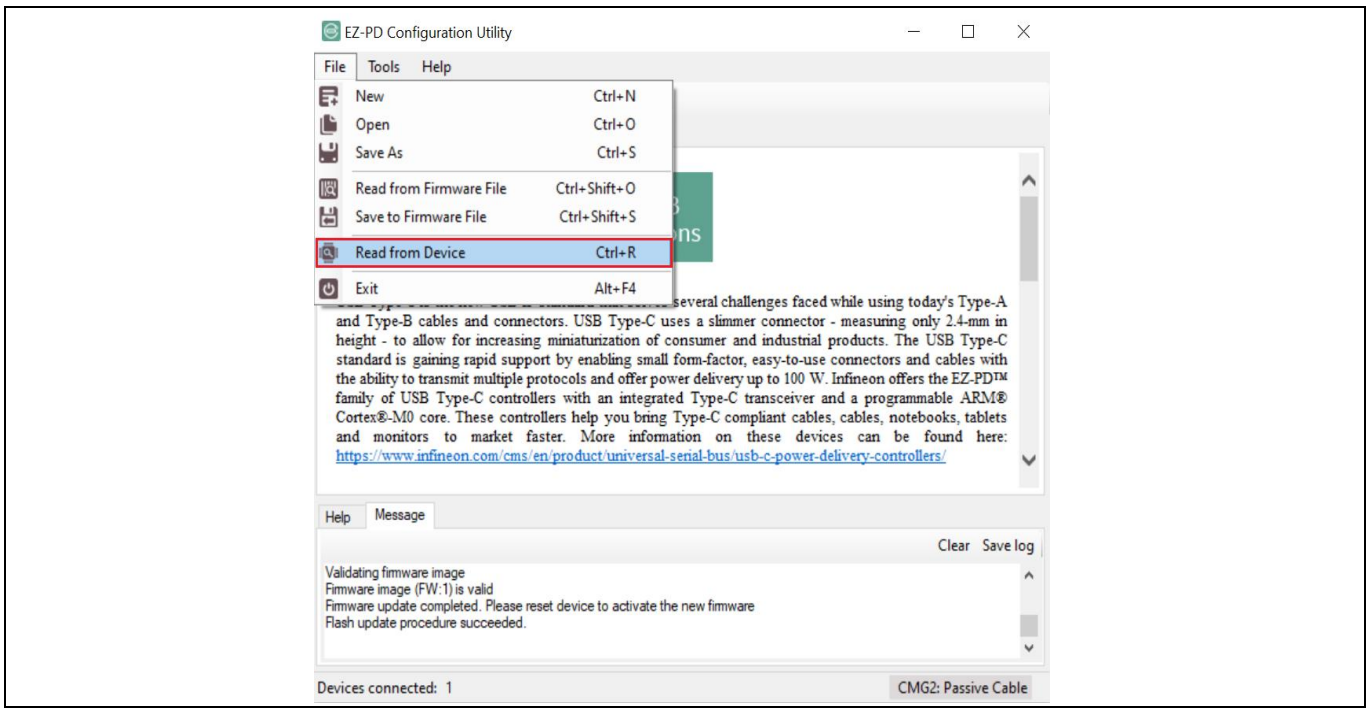

**Figure 14 Read configuration parameters of the CCG4 device**
1. As a continuation of the previous section, select **File** > **Read from Device** to read the CCG4 device’s configuration parameters, as shown in Figure 14.